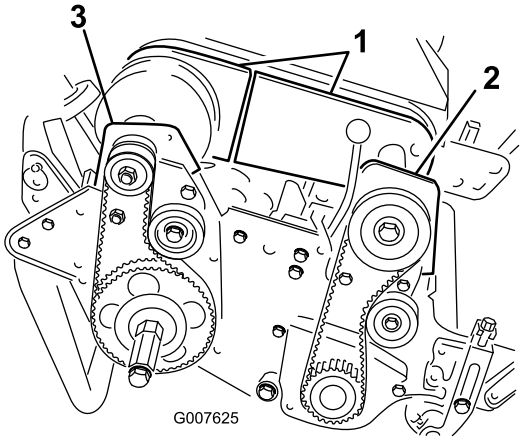

Figur 42
4. Afmonter boltene, som fastgør differentialeskærmens forreste og bageste del på differentialehuset, og skub skærmdelene væk for at frilægge remmen (Figur 42).
6. Afmonter de to bolte og låsemøtrikker, som fastgør det forreste koblingshus på sidepladen (Figur 42).
8. Afmonter de to bolte og låsemøtrikker, som fastgør det højre baglejehus til sidepladen (Figur 42).